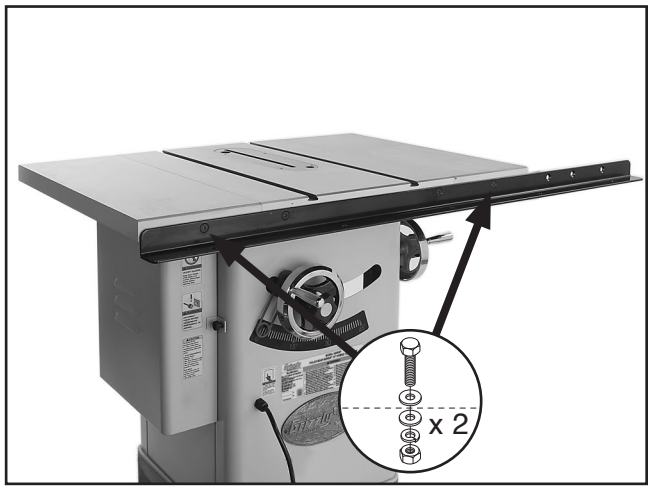

Figure 23. Front rail attached to extension wings.
10. Attach front rail to extension wings with (2) M10-1.5 x 35 hex bolts, (4) 10mm flat washers, (2) 10mm lock washers, and (2) M10-1.5 hex nuts as shown in **Figure 23**. Finger tighten fasteners.